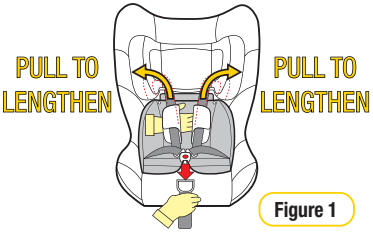

Figure 1
**Step 2:** To lengthen the harness “PRESS” the harness adjuster (refer Figure 1) whilst grasping both shoulder harness straps and pulling. Ensure shoulder straps are pulled equally on each side.